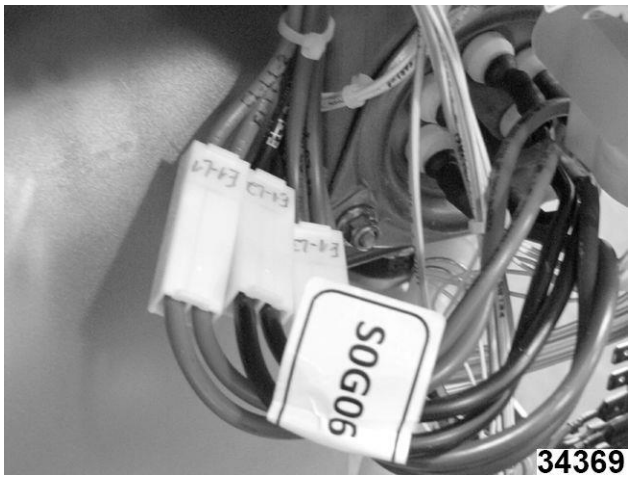

Fig. 98
6. Ubique y desconecte las conexiones del sobrecalentador (Fig. 98) etiquetadas: